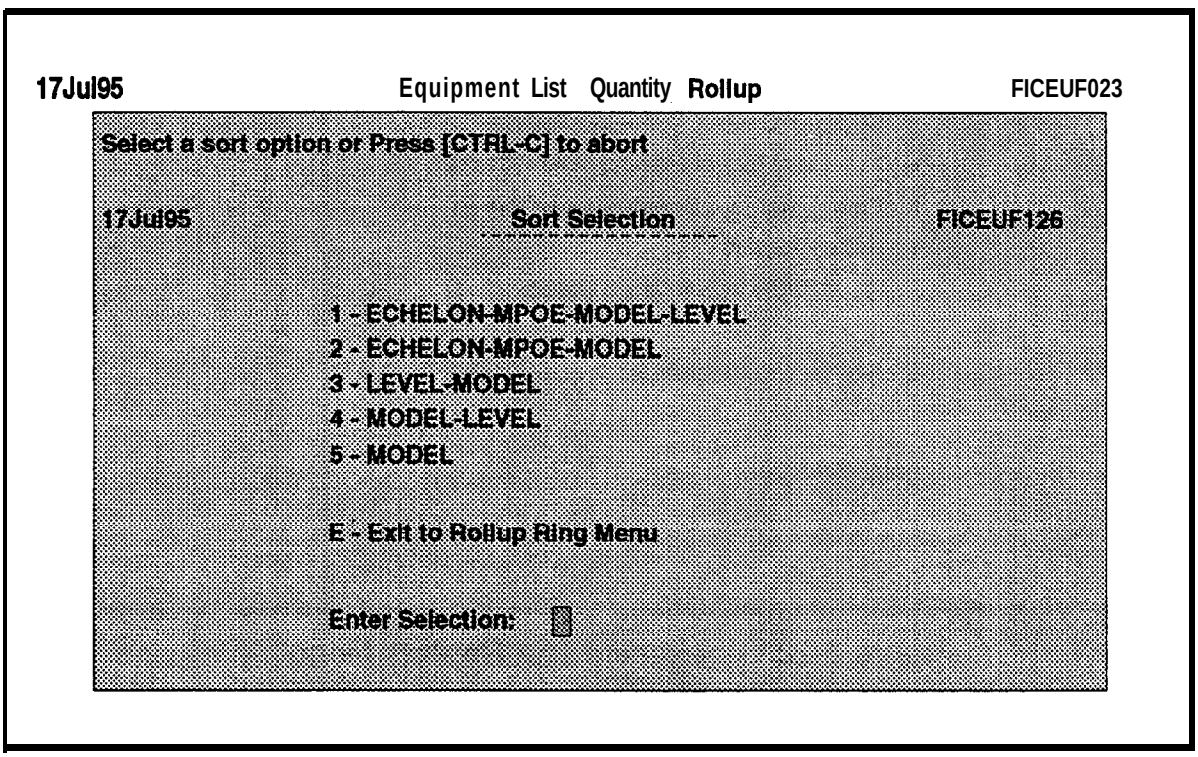

Figure 6-21. Sort Selection Menu
e. Select Sort **Options.** The Sort Selection menu for the Equipment List Quantity **Rollup** screen will be displayed as shown in Figure 6-21.